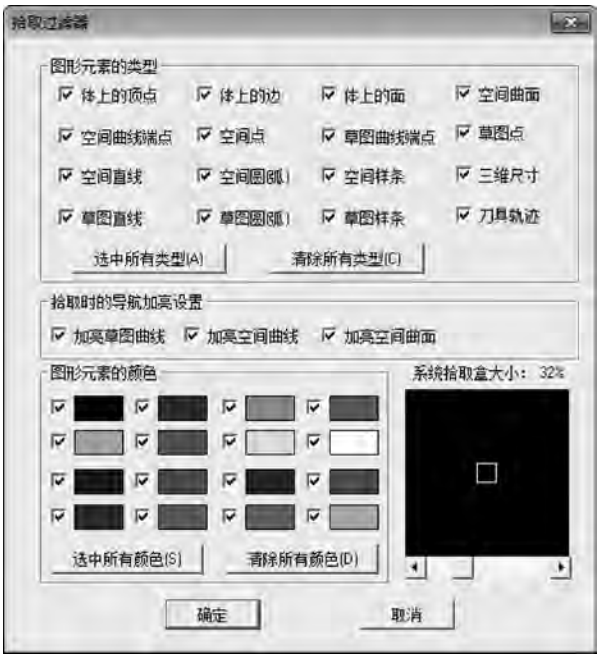
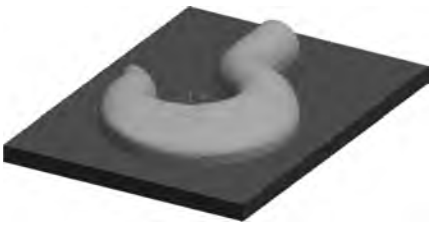

图 5-217　拾取过滤设置
图 5-218　隐藏线框
(12) 在菜单栏中选择“设置”→“拾取过滤设置”命令，在弹出的对话框中取消“图形元素的类型”中的“空间曲面”项，如图 5-217 所示。选择菜单栏中的“编辑”→“隐藏”命令，框选所有曲线，右击确认，将线框全部隐藏，结果如图 5-218 所示。